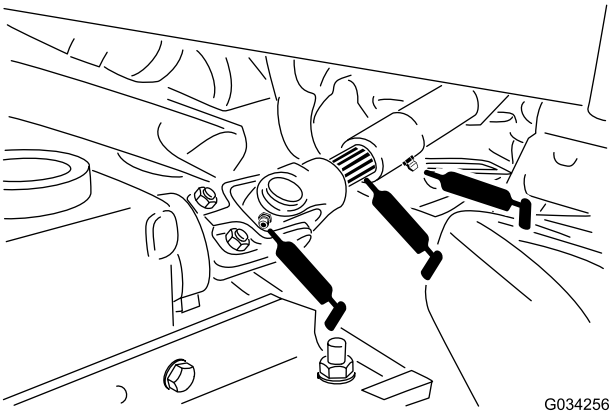

Figuur 34
- Universele aftakas (Figuur 34)